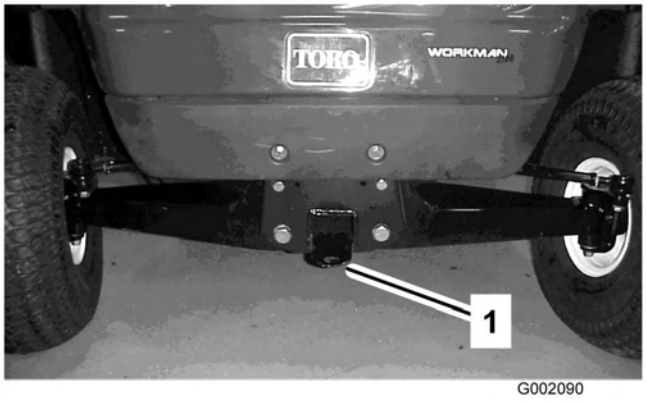

Figuur 28
Om het voertuig over grote afstanden te verplaatsen, moet u een aanhanger gebruiken. Zorg ervoor dat het voertuig stevig is bevestigd op de aanhanger. Zie Figuur 27 en Figuur 28 voor de plaats van de bevestigingspunten.
2. Bevestig een sleepkabel aan de lip op de voorzijde van het frame (Figuur 28).